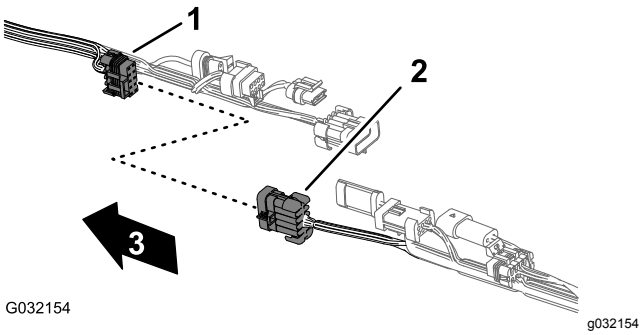
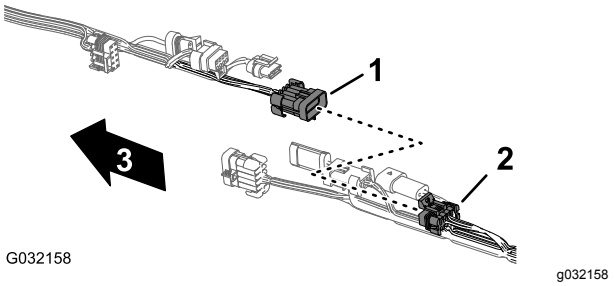

Figur 47
Figur 51
2. Frakobl de fem par konnektorer mellem forreste og bageste ledningsnet som vist i figurerne Figur 47 til Figur 51.